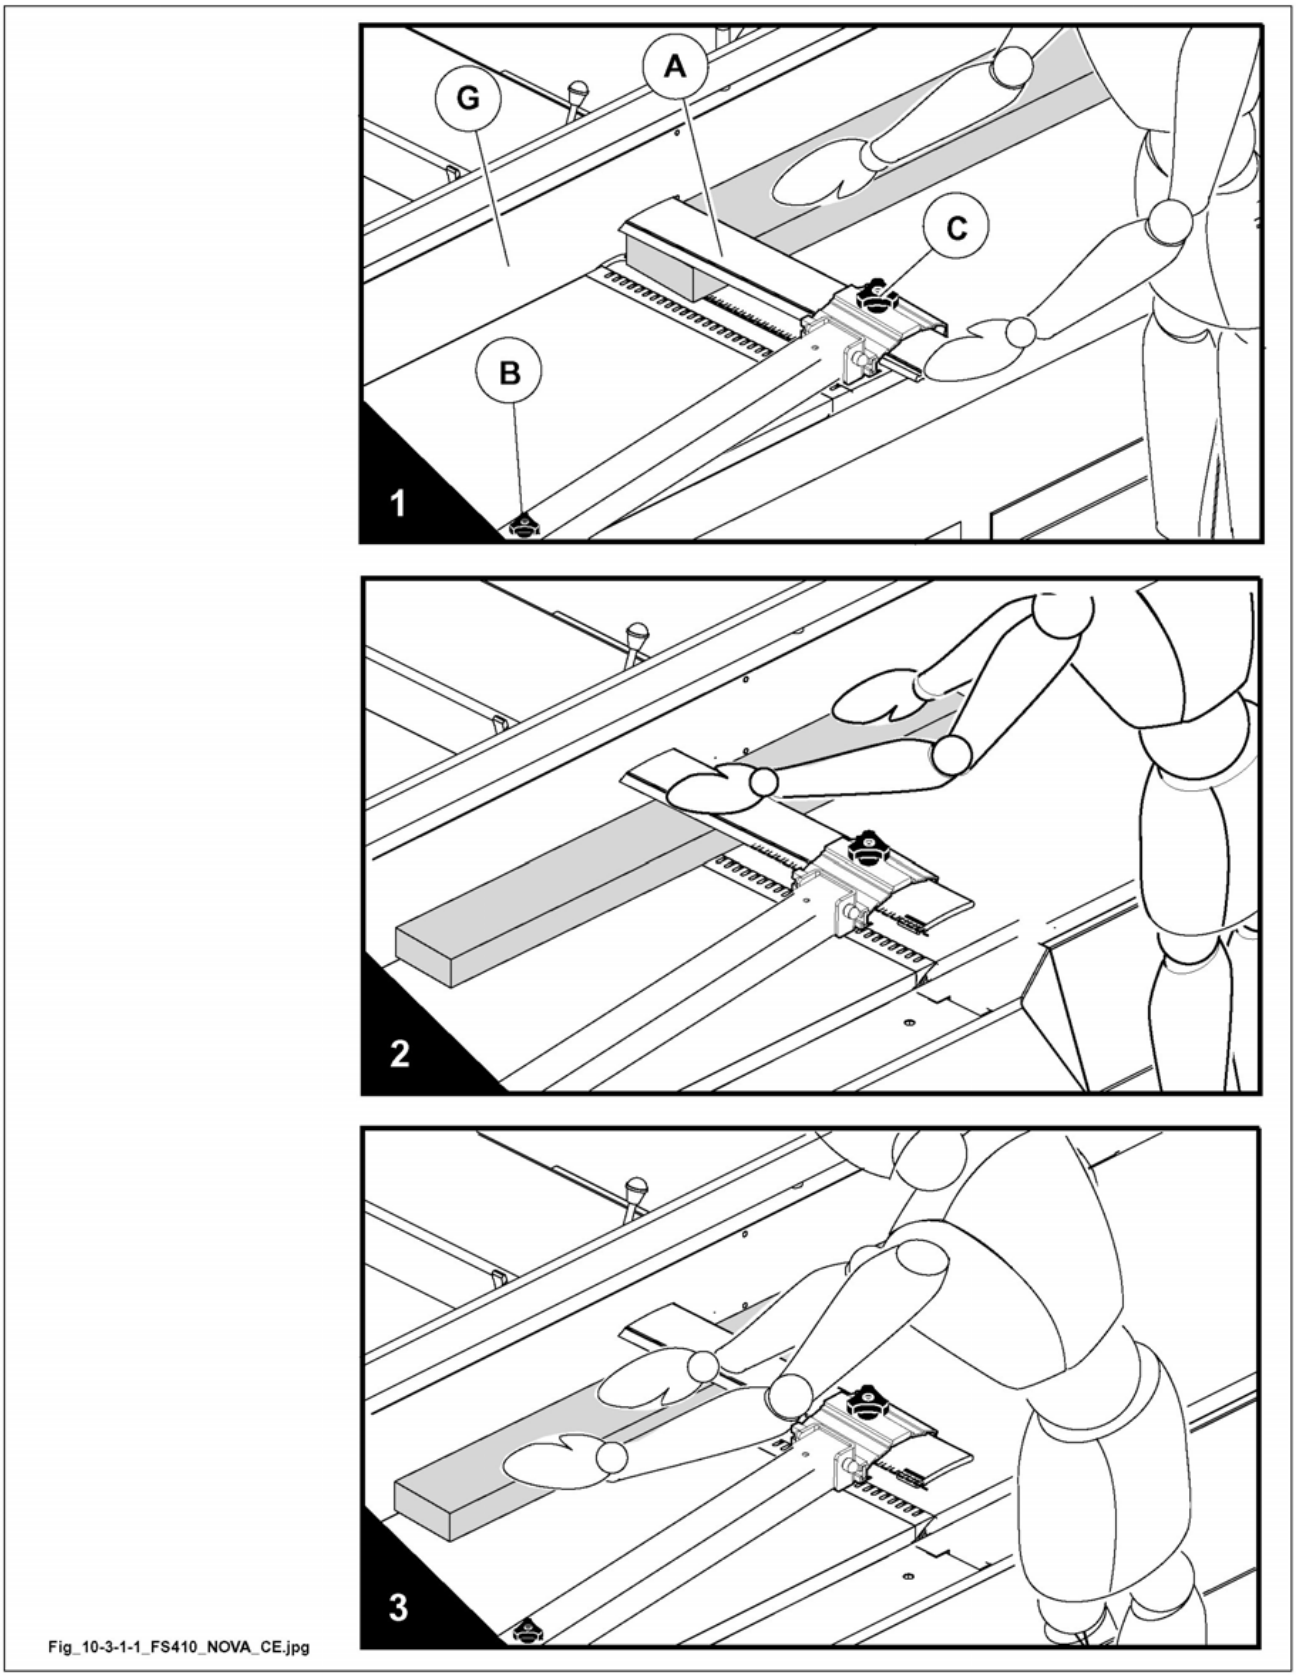

Fig. 10.3-1-1
- Rest the workpiece against the fence and move it forwards with the right hand in order to fit it under the bridge (1 fig.10.3-1-1).
- Push the workpiece forwards(from the inlet table side)(2 fig.10.3-1-1) by keeping the hands flat on the workpiece, let one hand and then the other hand climb over the guard bridge.
- As soon as possible press both hands on the workpiece on the outlet table side to continue the workpiece feed (3 fig.10.3-1-1).